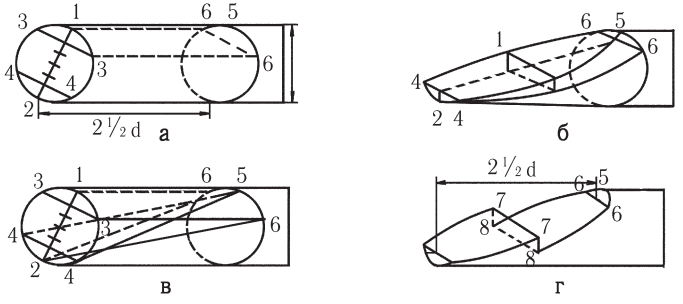

Рис. 83. Разметка и сращивание бревна косым замком:
7. Затем подготовленные концы накладывают друг на друга и фиксируют болтами или хомутами. Последовательность всех действий представлена на рис. 83.